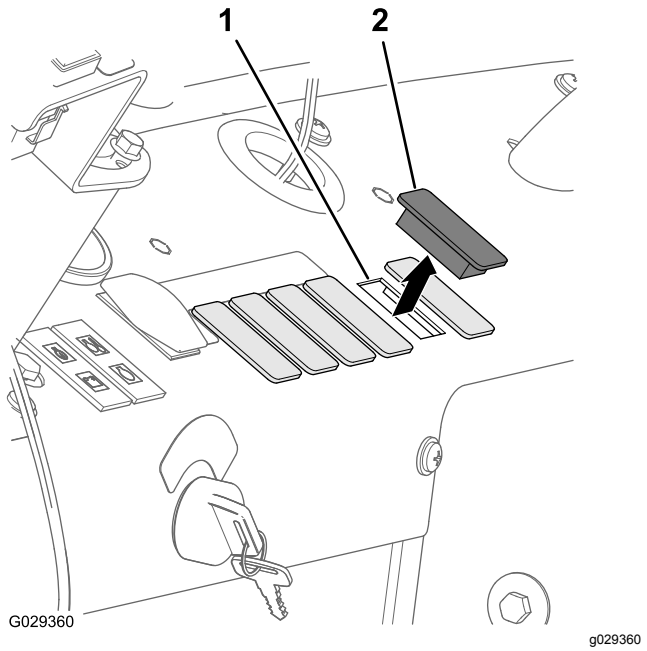
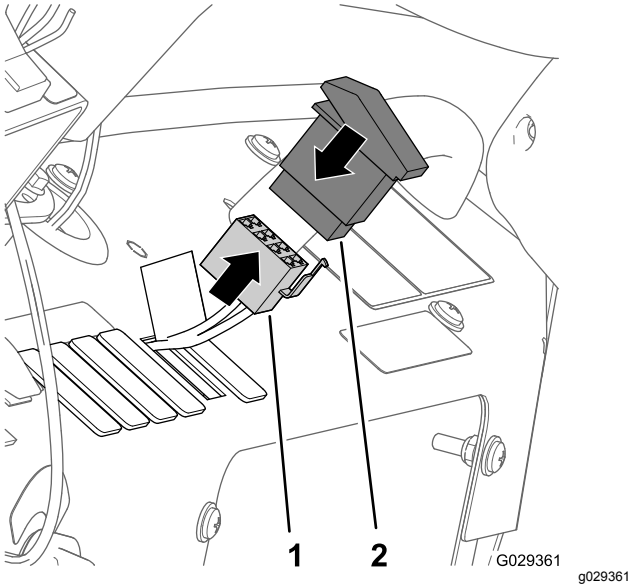

Figur 210
Figur 211
1. Fjern den femte pluggen til høyre i instrumentpanelet på maskinen (Figur 210).
2. Innrett kontakten med åtte sokler gjennom åpningen i instrumentpanelet og koble kontakten til pinnene (Figur 211) på baksiden av vippebryteren med to stillinger (kompressor på/av-bryter).
3. Monter bryteren inn i instrumentpanelet og trykk inn bryteren til den knepper på plass i åpningen (Figur 210 og Figur 211).